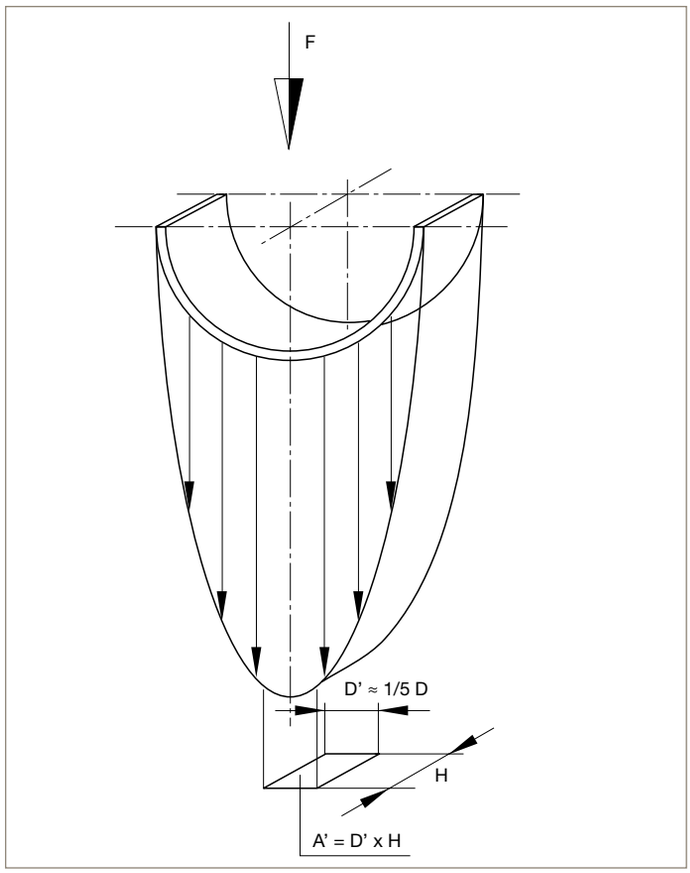
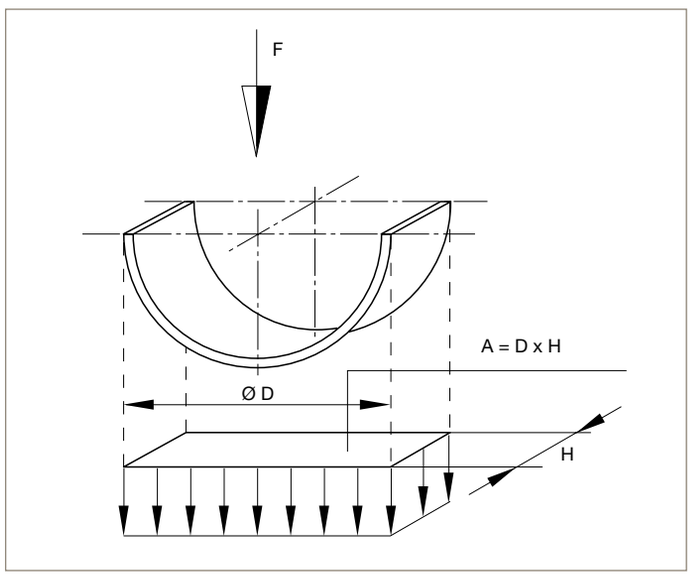

Fig. 7.1 – Pressure distribution on bearing area
Fig. 7.2 – Simplified pressure distribution on bearing area
These lateral forces (F) lead to a pressure distribution as shown in fig. 7.1. In practice, calculation based on the projected surface has proved to be a simple and more useful method. This means that the load carrying area (A) can be calculated from the length (H) multiplied by the diameter (D) (see fig. 7.2). The surface obtained is about 5 times larger than the assumed bearing area of fig. 7.1, so that lower specific loads must be reckoned with. In order to obtain the same values for lateral forces “F”, the specific load must be only 1/5 of the max. force shown in fig. 7.1. The indicated permissible specific forces ($F_{perm.}$) take this into account and the admissible specific pressure mentioned relates to the projected area as shown in fig. 7.2.